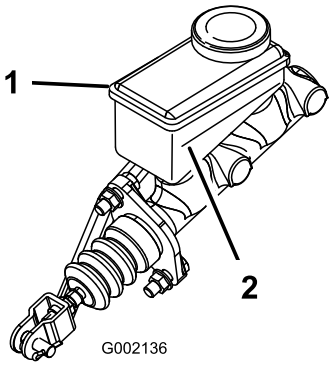

Figur 69
5. Kig på omridset af væskestanden på siden af beholderen (Figur 69).
B. Fyld DOT 3-bremsevæske i beholderen, indtil væskestanden er over minimumslinjen (Figur 69).